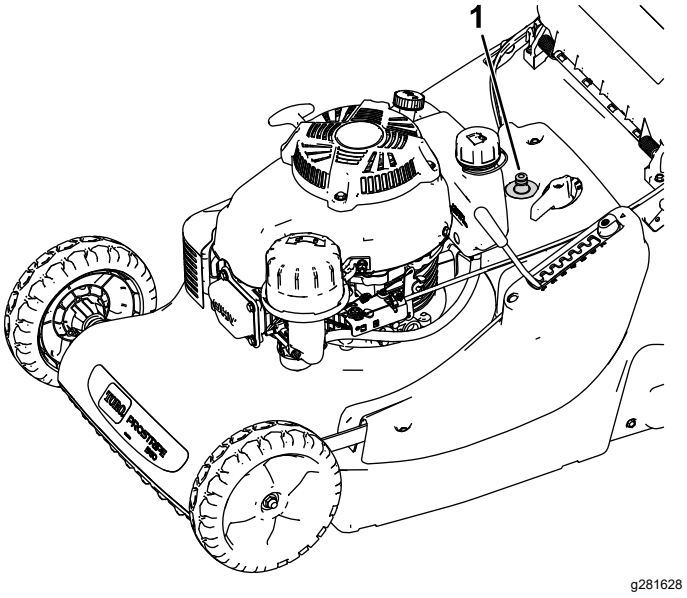

Figur 21
7. Fest en hageslange som er koblet til en vannkran, til vanninntaksporten (Figur 21).